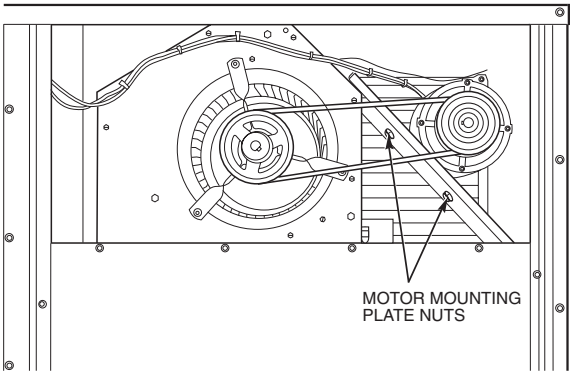

**Fig. 42 — Typical Belt-Drive Motor Mounting for Size 008**
2. Loosen belt by loosening fan motor mounting plate nuts (see Fig. 42 and 43).
To adjust belt tension (see Fig. 42 and 43):
2. *Size 008* — Slide motor mounting plate away from fan scroll for proper belt tension (13 mm [$^1/_2$-in.] deflection with 3.6 to 4.5 kg [8 to 10 lbs] of force) and tighten mounting nuts. See Fig. 42.